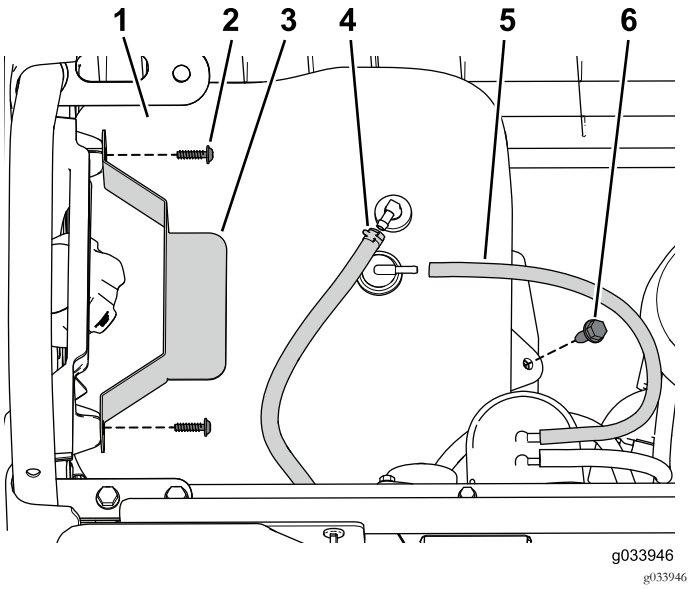

Figur 49
1. Plasser drivstofftanken på tankholderen (Figur 49).
2. Koble lufteslangen og drivstoffslangen til tanken (Figur 49).
3. Bruk skruene du fjernet tidligere, til å feste tilholderen (Figur 49).